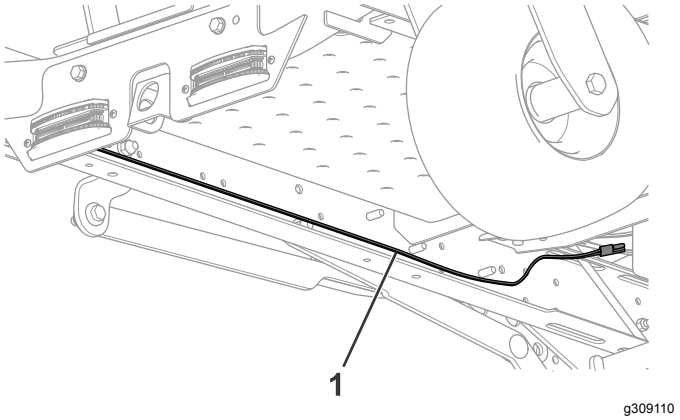

Figura 8
5. Instradate il cablaggio preassemblato lungo la guida destra del telaio (Figura 8).